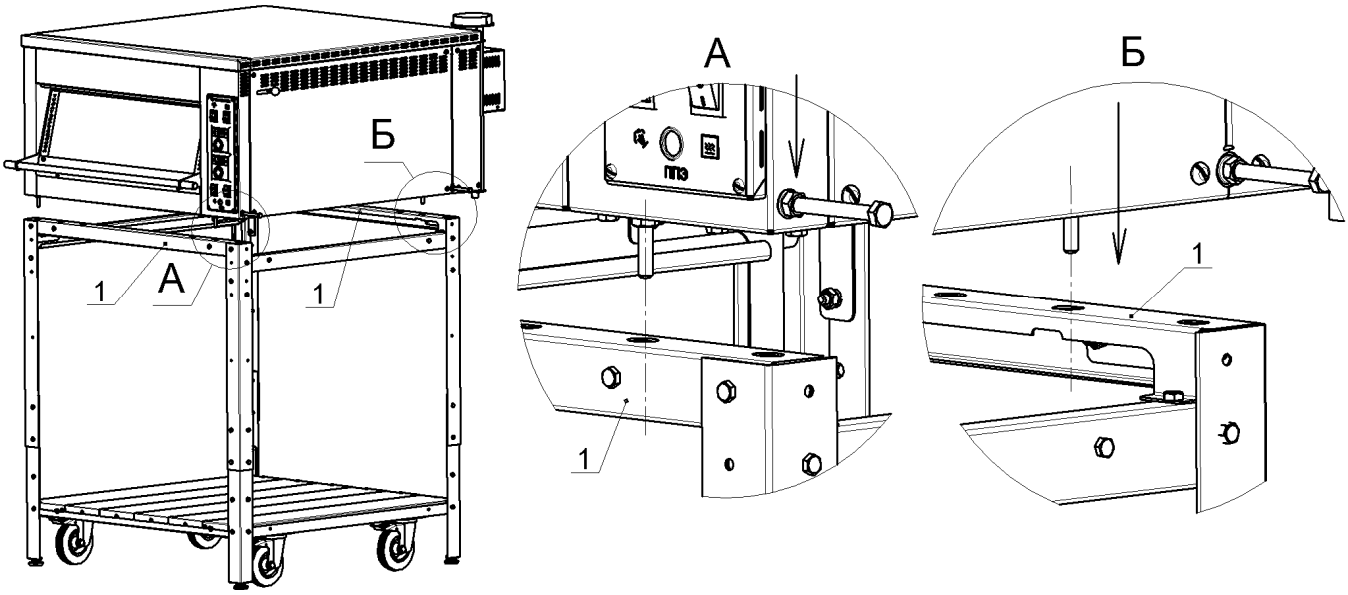

Рис.12
12. Установить печь на подставку так, что бы концы 4-х шпилек М8 на углах печи попали в отверстия профилей лицевых, верхних, поз.1, как показано на рис.12: